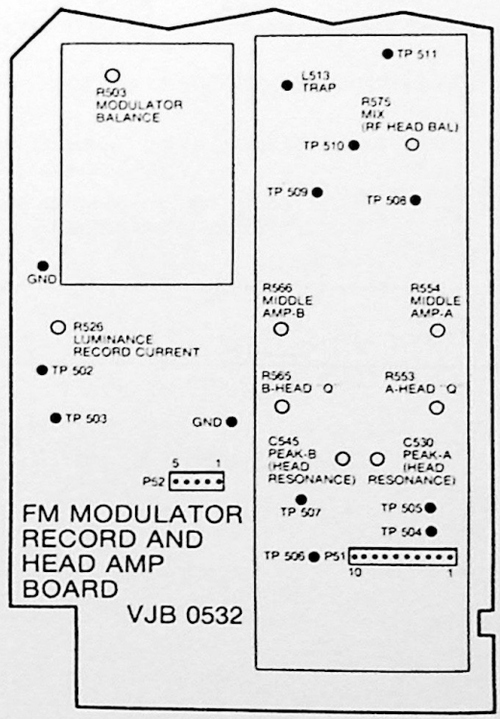

Figure 12. FM Modulator Record and Head Amp Board
1. Connect sweep generator to TP 509 and TP 506 on the FM Modulator Record and Head Amp board (Figure 12) through 47K resistors.
4. Ground TP 504 (FM Modulator Record and Head Amp Board, Figure 12).
Pulse Generator (P.G.) (Figures 12, 13, 18)